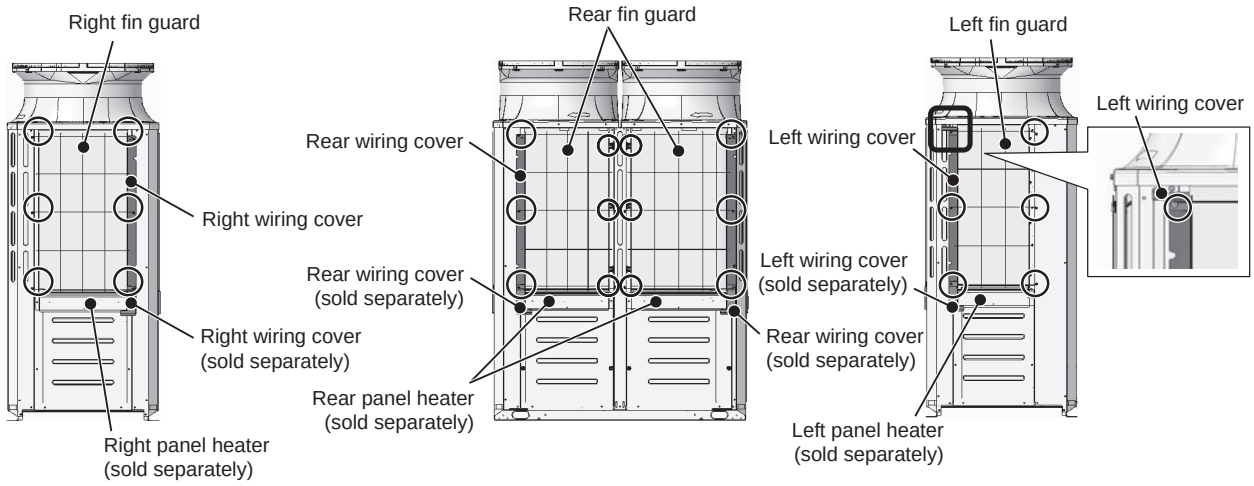

Figure 7 Right Figure 7 Rear Figure 7 Left
(9) Remove the fin guards and wiring covers from the right, left, and rear of the unit casing. (24 screws as shown in Figure 7.)